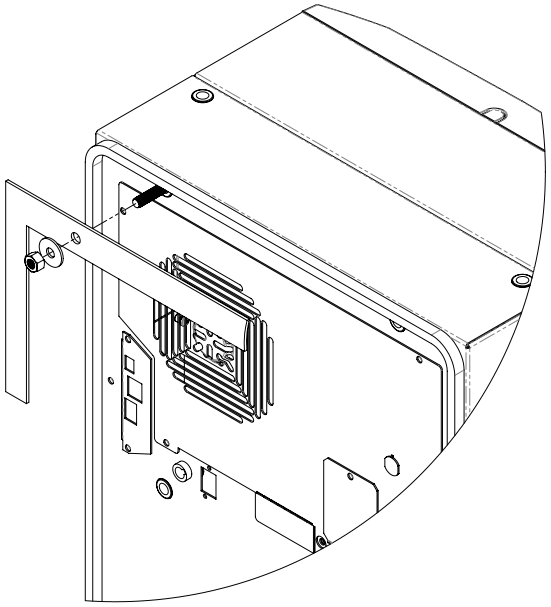

Figure 2
2. Befestigen Sie die mitgelieferten Fixierstifte an den entsprechenden Blindmuttern an der Rückplatte (siehe Abbildung 2).